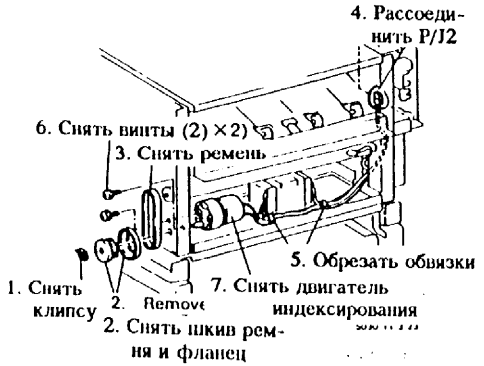

Рис. 5. Снятие узла двигателя индексирования
6. (Рис. 5): Снять узел двигателя индексирования.